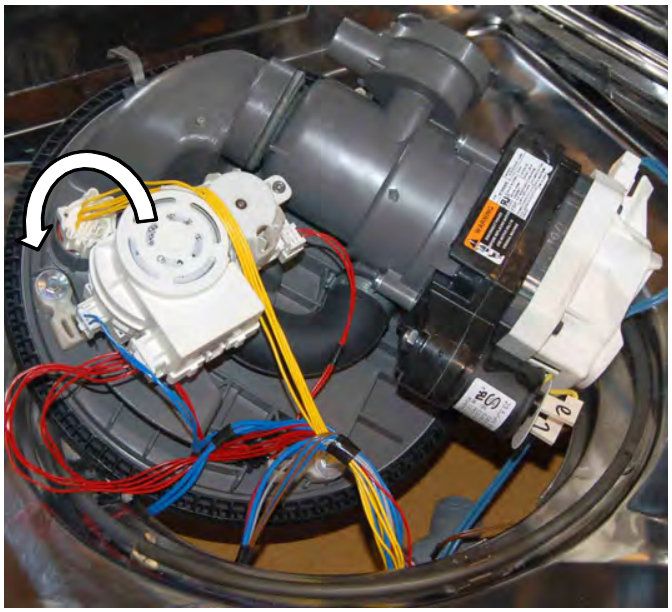

Figure 2
3. Rotate optical water indicator counter-clockwise 1/4 turn, see figure 2.